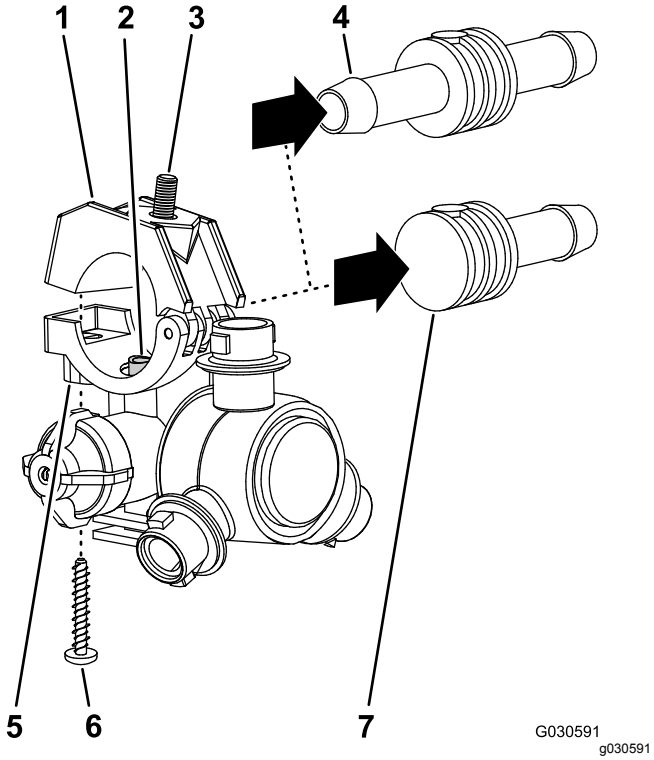

Figur 119
2. Ved arbejde med de tre sprøjtedyser, du afmonterede i trin 1 i Afmontering af sprøjtedyser (side 37), skal du fjerne den rustfri stålskrue (nr. 12 x 1-1/4 tomme), som fastgør den øverste klemmehalvdel og dobbelt- eller enkeltmodhage-skaftet (3/4 tomme) til kroppen af hver af sprøjtedyserne, og fjerne modhage-slangeskafterne (Figur 119).